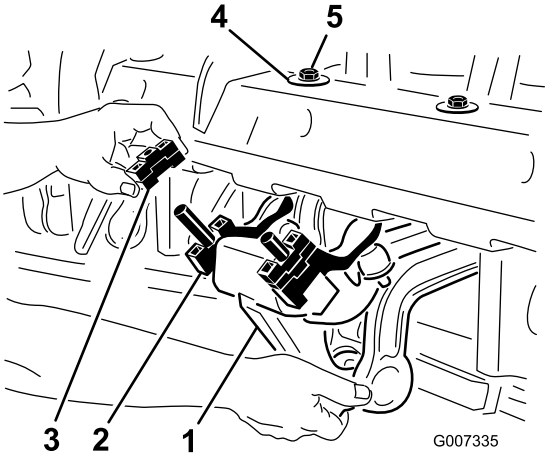

Figuur 22
1. Verwijder de twee 1/2 inch borgmoeren waarmee de RotaLink-demper aan de onderkant van het frame van de beluchtkop is bevestigd (Figuur 22).
2. Laat de demper zakken, zodat de afstandsblokken worden blootgesteld (Figuur 22).
4. Plaats de demper weer terug op het frame van de beluchterkop. Zorg dat het D-vormige borgschijfje tegen het frame van de beluchterkop wordt geïnstalleerd zoals weergegeven in Figuur 22. Draai de twee borgmoeren vast.